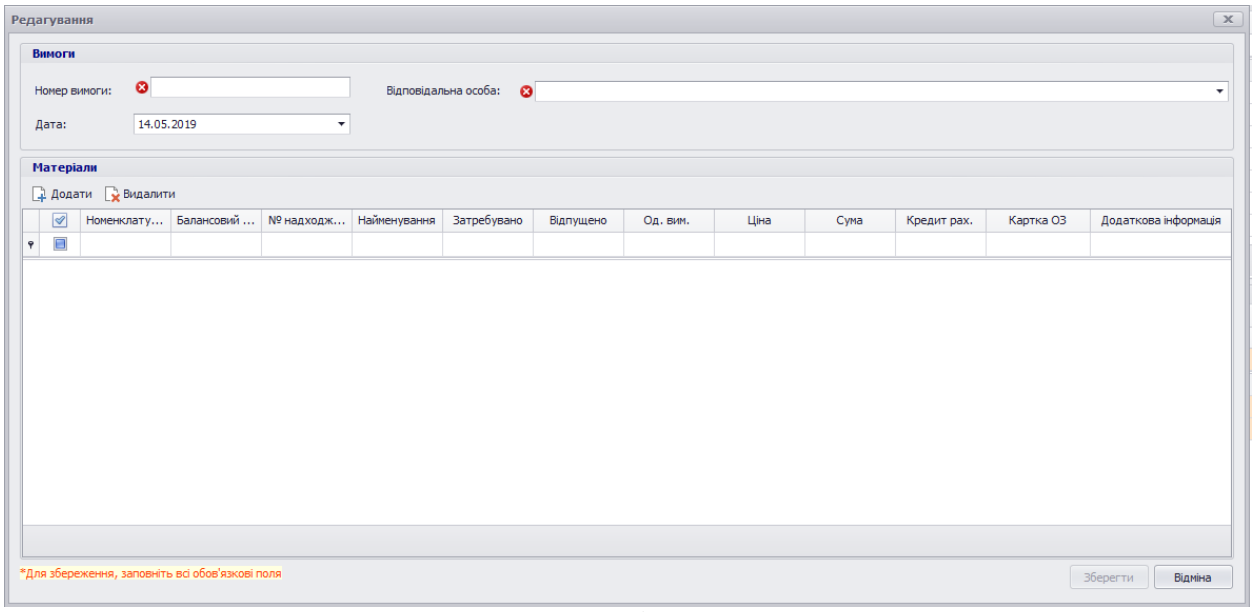

Рисунок 9.3 – Вікно кнопки «*Додати*»
- «*Вимоги*», блоки управління вимогами: створення (рис.9.3), редагування та видалення журналу видачі;